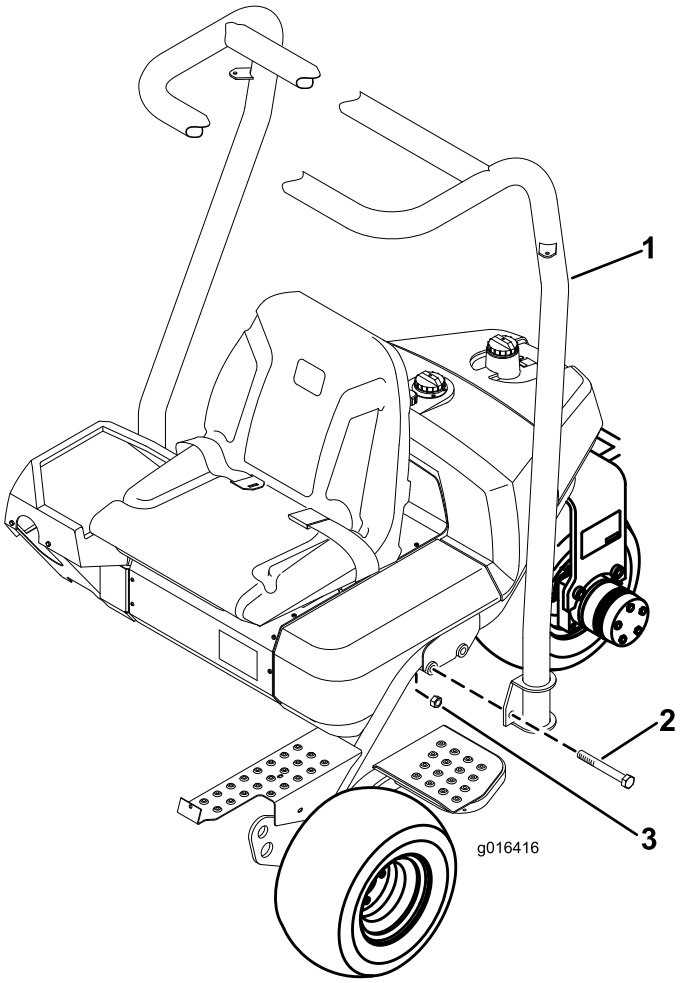

Figur 7
1. Anbring styrtbøjlen således, at rørets top er buet mod maskinens front (Figur 7).
2. Sænk styrtbøjlen ned på stellet, således at den flugter med monteringshullerne (Figur 7).
3. Fastgør hver side af styrtbøjlen til stellet med (2) bolte (5/8 x 4–1/2 tommer) og låsemøtrikker som vist iFigur 7. Spænd til 183-223 Nm.